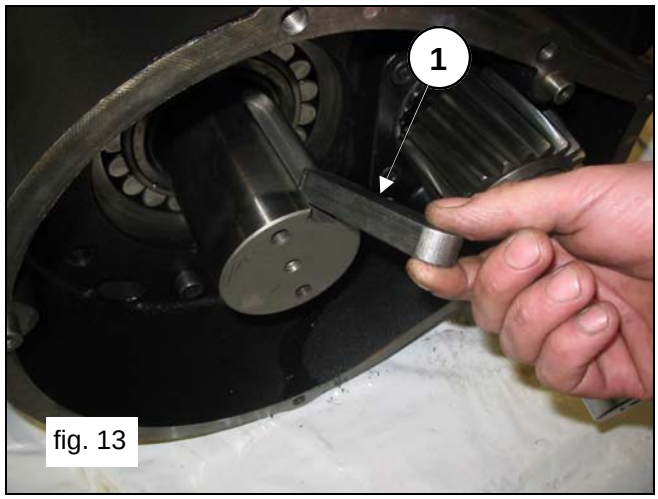

fig. 13
Remove the key from the shaft (pos.①, fig.13).